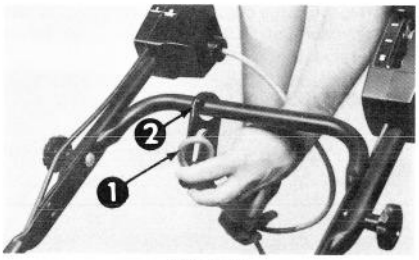

Figure 8
2. Connect the extension cable to the cable clamp located on lower handle (Fig. 8&9). Leave sufficient cable between the cable clamp and motor safety switch to permit moving the clamp from side to side during the mower operation.